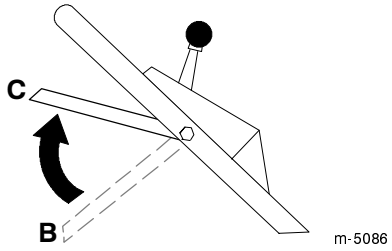

Figure 17
3. Bring the control bar up into the middle position about five inches (12.7 cm) below the handle cross bar (Position *C* in Fig. 17).
4. Release the control bar (Position *B* in Fig. 17).